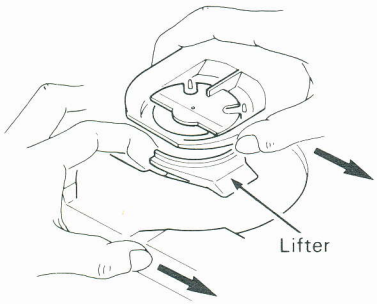

Fig. 2
- Wenn der Schubladenmotor nicht funktioniert s. Fig. 2.
- If the loading motor doesn't rotate (see fig. 2).